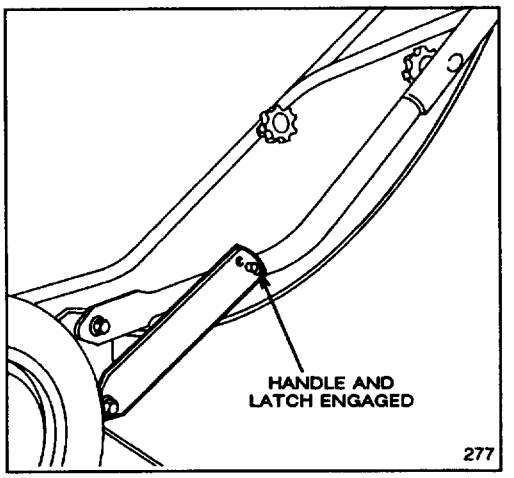

**Figure 2**
2. Pivot handle backward until handle stud snaps into center hole of handle latch (Fig. 2). If handle height is not satisfactory, adjust by placing handle stud into a different hole.